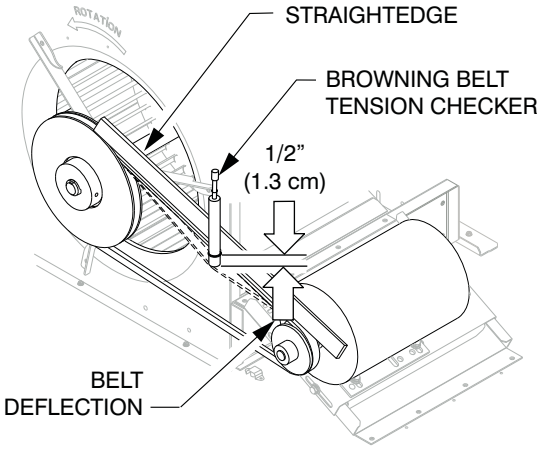

Fig. 5 – Checking Blower Moter Belt Tension
Check the belt condition and tension quarterly. Inspect the belt for signs of cracking, fraying or glazing along the inside surfaces. Check belt tension by using a spring–force tool, such as Browning's "Belt Tension Checker" (p/n 1302546 or equivalent tool); tension should be 6–lbs at a 5/8–in. (1.6 cm) deflection when measured at the center line of the belt span. This point is at the center of the belt when measuring the distance between the motor shaft and the blower shaft. See Fig. 5.
9. Check the tension after a few hours of runtime and re–adjust as required. See Fig. 5.
2. Loosen the belt by loosening the motor adjustment bolts as described in the Belt Adjustment section above. (See Fig. 5.)
4. Recheck the belt tension. See Fig. 5.